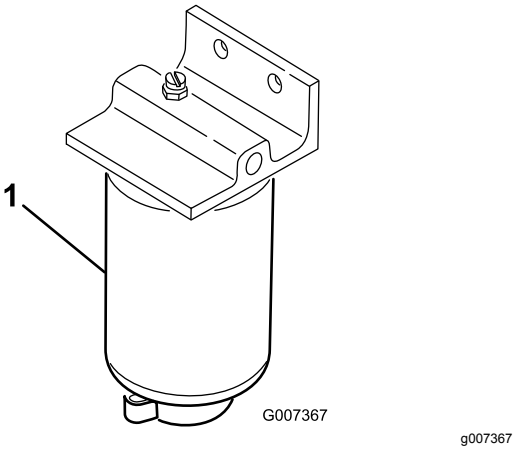

**Figur 64**
1. Sätt en ren behållare under bränslefiltret (Figur 64).